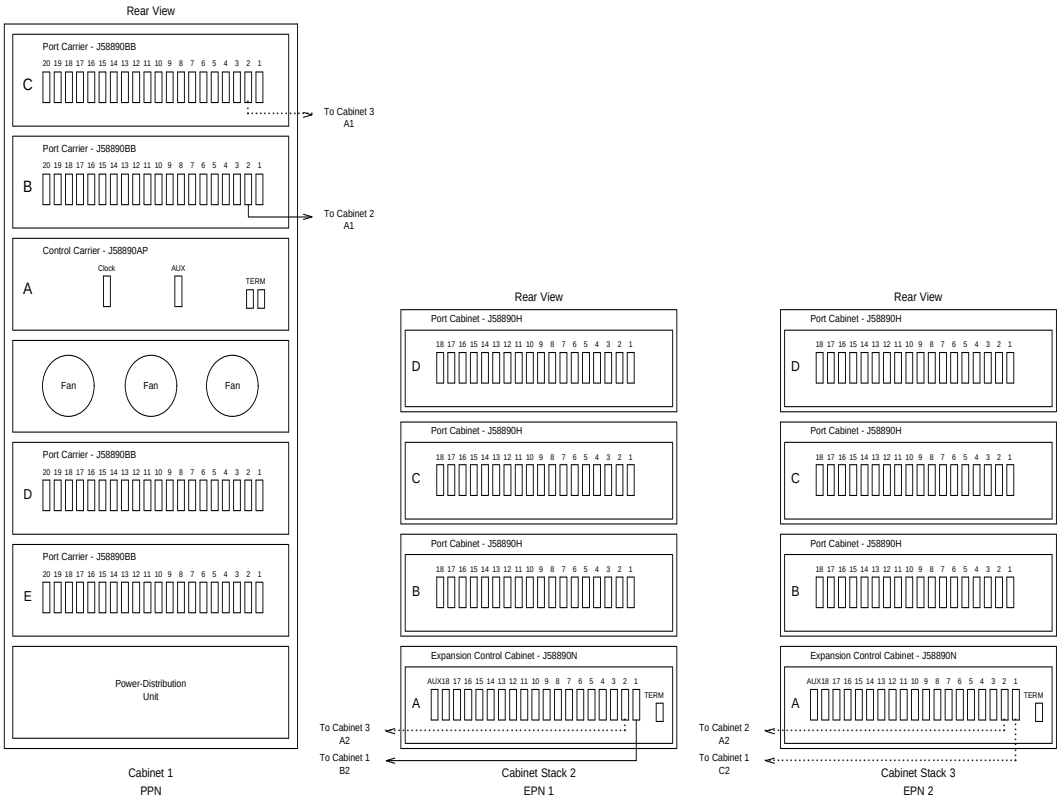
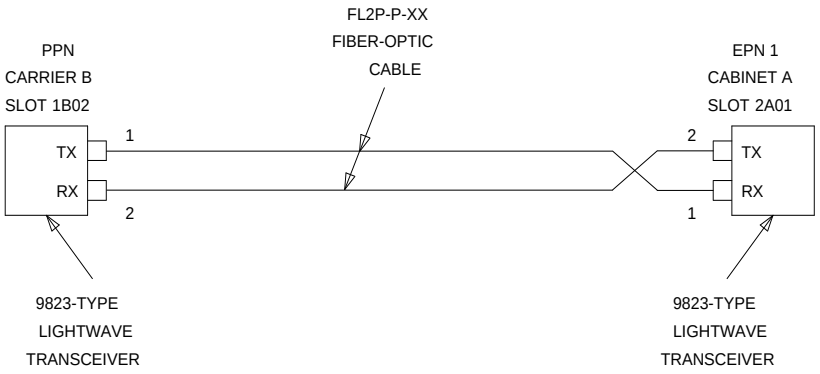
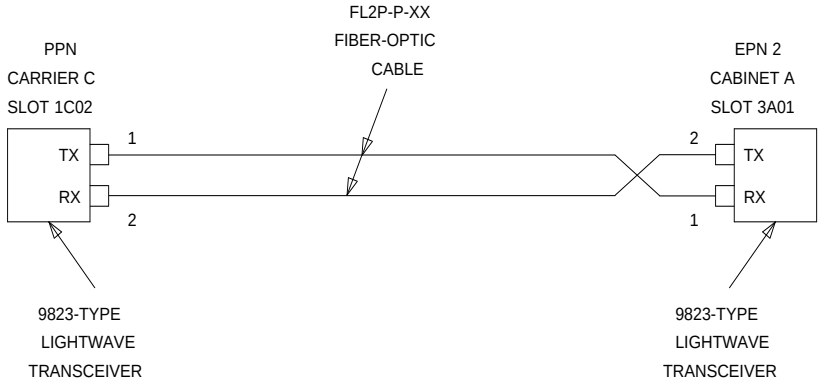
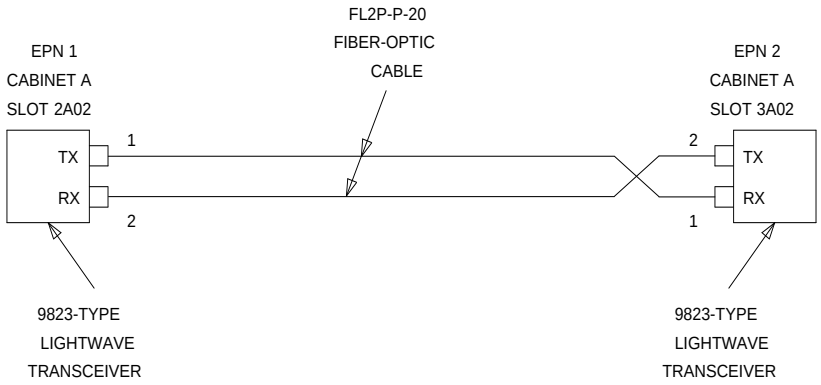

Figure 5-12. Standard-Reliability G3r V4 with Two or Three Port Networks
Figure 5-13. Fiber-Optic Connections PPN to EPN1
Figure 5-14. Fiber-Optic Connections PPN to EPN2
Figure 5-15. Fiber-Optic Connections EPN1 to EPN2
The connectors on the lightwave transceivers are labeled either “TX” (transmit) or “RX” (receive), while the fibers attached to each connector are numbered either ‘‘1’’ or “2.’’ A viable fiber connection is only made when both fibers in each cable (that is, ‘‘1’’ and ‘‘2’’) route from the “TX” connector of a port network to the “RX” connector of its adjacent port network. For an example, refer to Figure 5-13.
1. Behind port carrier B of the multicarrier PPN (see Figure 5-12, Figure 5-13, Figure 5-14, and Figure 5-15):